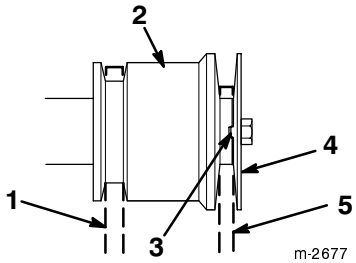

Figur 28
Obs: Se till att inte klämma fast drivremmen för hjuldrivning (figur 28).
14. Montera tillbaka motorremskivan, brickan, låsbrickan och skruven på motorns vevaxel. Se till att styrfliken på motorremskivan riktas in mot styrspåret i skivan på motorn (figur 28).
Obs: Se till att inte klämma fast drivremmen till matarskruven/impellern (figur 28).
Obs: Se till att styrfliken på motorremskivan riktas in mot styrspåret i skivan på motorn. Se till att inte klämma fast drivremmen (figur 28).